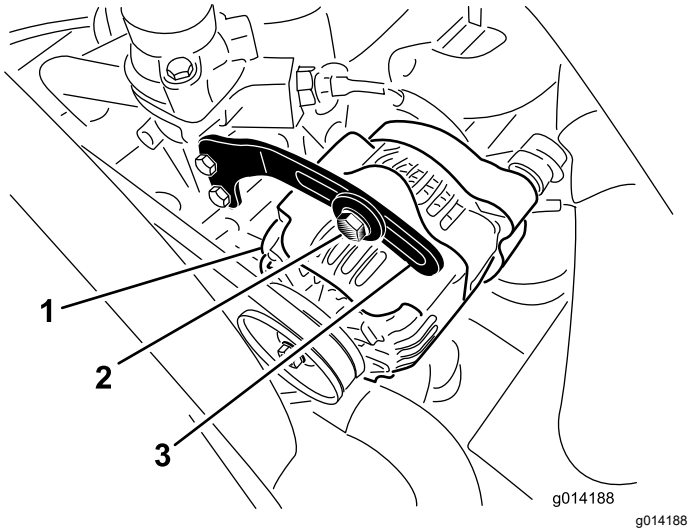

Figur 48
2. Kontrollera generatorremmens spänning genom att trycka ned remmen (Figur 48) halvvägs mellan generatorn och vevaxelskivorna med en kraft på 10 kg.
3. Lossa den bult som håller fast staget på generatorn (Figur 48) och lossa generatorns axelbult.